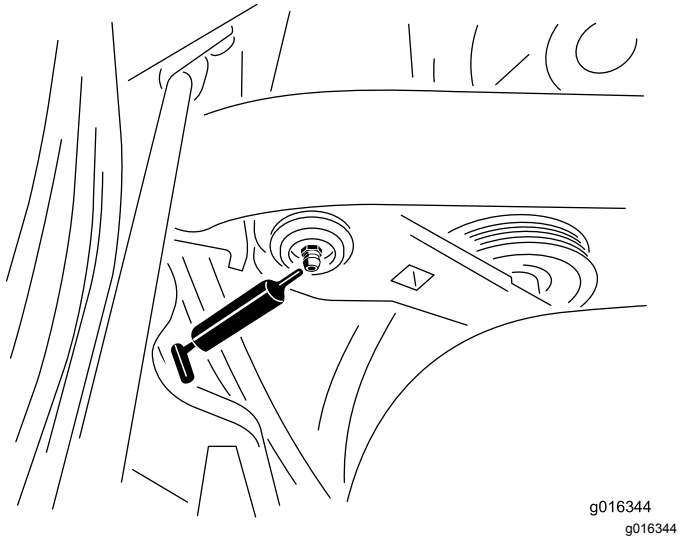

Figuur 29
1. Veeg de smeernippel schoon zodat u geen vuil in het lager of de lagerbus brengt (Figuur 29).